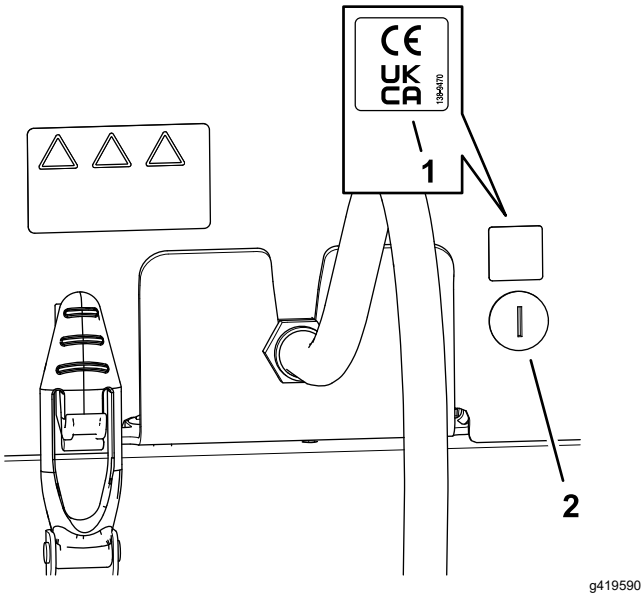

**Figuur 35**
1. Maak de motorkap schoon rondom de motorkapsluiting en laat de motorkap drogen. Gebruik hierbij schoonmaakalcohol en een schone doek (Figuur 35).